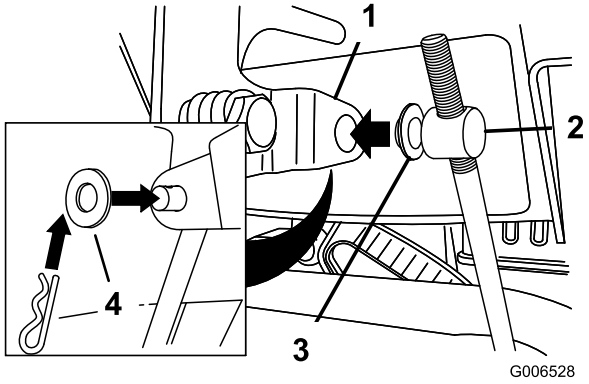

Figur 12
3. Fjern låseclipsen og den ydre skive fra drejetappen på den øverste ende af hastighedskontrolstangen (Figur 12).
Bemærk: Lad den flade skive sidde på drejetappen for at lette monteringen (Figur 12).
6. Løft hastighedskontrolstangen, og sæt drejetappen ind i åbningen i hastighedsvælgerstangen (Figur 12).
B. Tag drejetappen af hastighedsvælgerstangen (Figur 12).